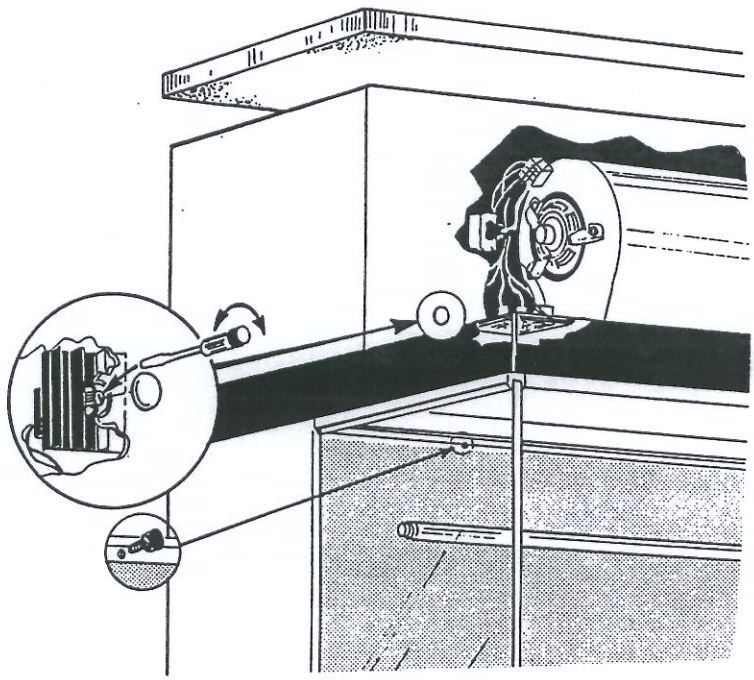

Figure 11
(1) Locate the diffuser captive screws, shown in Figure 11. Loosen all of the screws and remove the diffuser by pulling it straight forward.
(1) Unplug the Clean Bench.
(2) Locate the diffuser captive screws, shown in Figure 11. Loosen all of the screws and remove the diffuser by pulling it straight forward.
(3) Loosen and remove all of the filter clamping devices. If the clamp binds onto the clamping rod, GENTLY tap or pry the clamp loose. Remove the filter by pulling it straight out of the unit. Install the new filter by reversing the above steps.